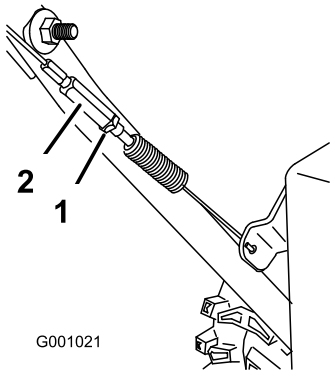

Rysunek 44
3. Dokręć przeciwnakrętkę (Rysunek 44).